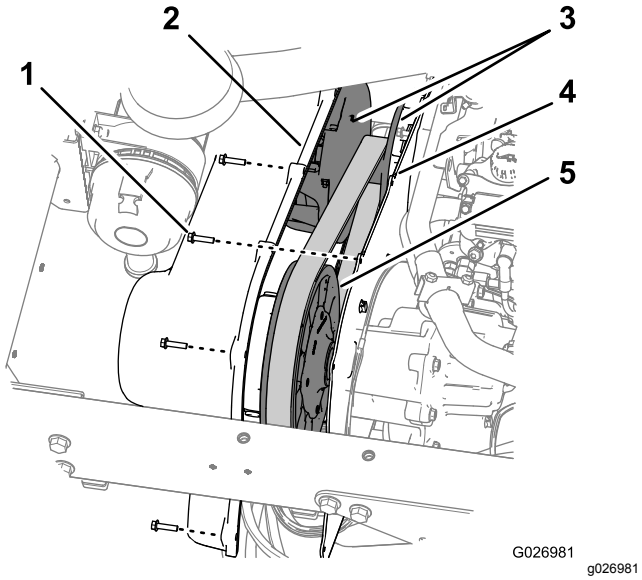

図 64
1. トランスミッションカバーをトランスミッション取り付けプレートに固定している六角ワッシャねじ9本¼ x 1"を外す図 64。
5. トランスミッションカバーの穴を、取り付けプレートの穴に合わせる図 64。
6. カバーを取り付けプレートに固定する図 64ステップ 1で取り外した六角ワッシャねじ9本¼ x 1"を使用し、10.2-12.4 N·m1.0-1.3 kg·m = 90-110 in-lbにトルク締めする。